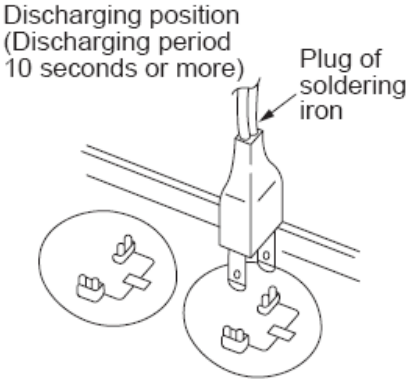

**Fig. 12 – Discharge Position**
**NOTE**: Fig. 12 is for reference only. Actual appearances may vary.